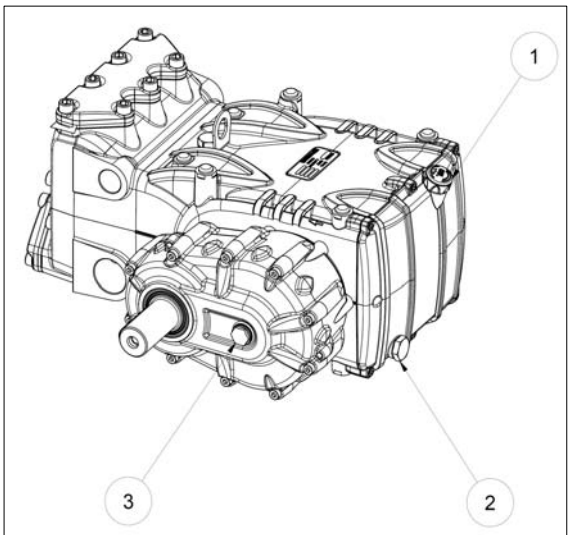

fig.4
Check the level using the dipstick shown in Fig.4, position ①.
To drain the old oil, remove the dipstick (Fig.4, position ①) and then the cap (Fig.4, position ②).
In order to confirm the removal of the seal ring as shown below in section 8.2, Fig. 7 and Fig. 8, the oil level must also be visible on the gauge (Fig. 4, position ③).